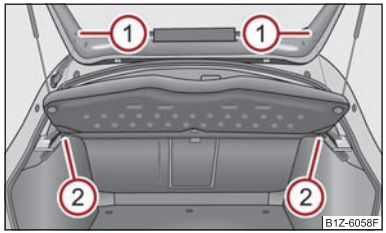

Fig. 60 Dépose de la tablette du coffre à bagages
- Décrochez les sangles du capot de coffre à bagages (1) ⇒ fig. 60.
- Sortez le cache de la fixation (2) et tirez-la horizontalement en arrière.
- Lors de la remise en place, poussez d'abord le cache-bagages dans la fixation (2) puis accrochez les sangles (1) sur le capot du coffre à bagages.